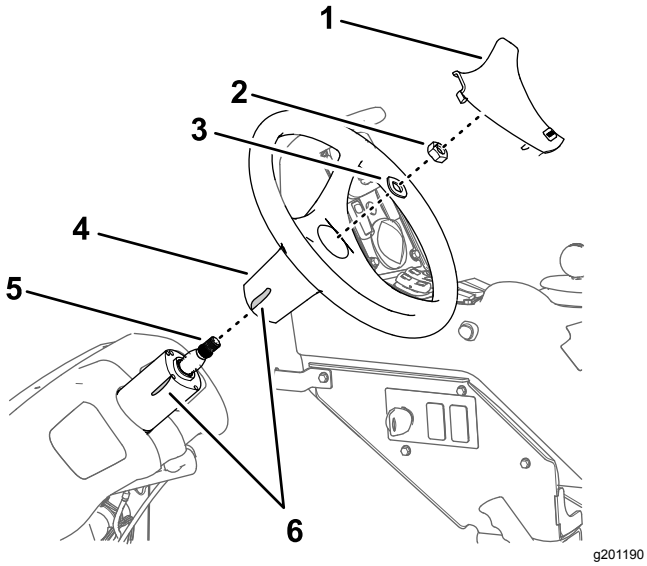

Figur 159
1. Marker placeringen af rattet til styreventilen med et stykke tape (Figur 159).
2. Afmonter dækslet fra rattet (Figur 159).
3. Afmonter møtrikken (5/8 tomme) og spændeskiven (5/8 tomme), der fastgør rattet til styreventilen, og fjern rattet (Figur 159).